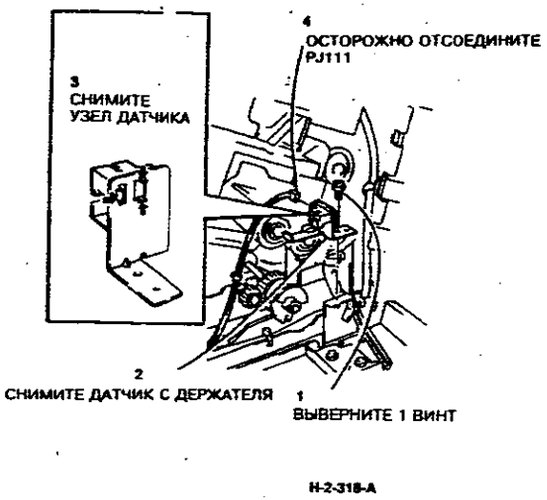

**Рисунок 1. Снятие датчика разъединения зажима**
2. (Рисунок 1) Снимите датчик разъединения зажима